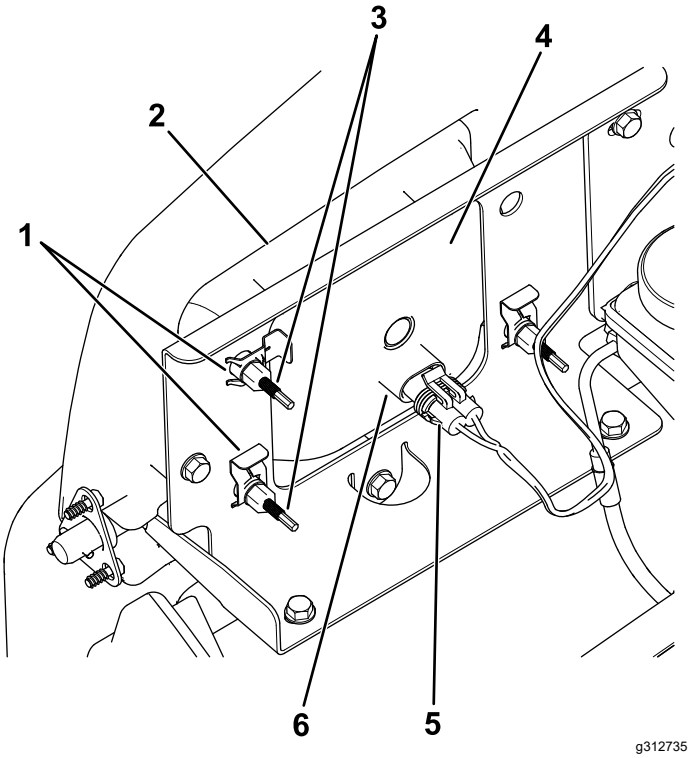

Figuur 48
3. Koppel de elektrische aansluiting voor de kabelboom los van de aansluiting van de lamp (Figuur 48).
4. Verwijder de snelklemmen waarmee de koplamp aan de koplampbeugel is bevestigd (Figuur 48).
5. Verwijder de koplamp door deze naar voren door de opening in de voorbumper te trekken (Figuur 48).
6. Monteer de nieuwe koplamp via de opening in de bumper (Figuur 48).
8. Koppel de elektrische aansluiting voor de kabelboom aan op de aansluiting van de lamp (Figuur 48).
5. Draai achteraan de koplamp de stelschroeven (Figuur 48) om de koplamp te draaien en de straal te richten.